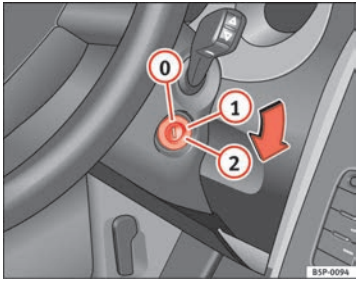

Fig. 137 Ignition key positions
In this position ⇒ fig. 137 the ignition and the engine are OFF and the steering may be locked.
– Turn the ignition key to position ⇒ page 169, fig. 137 (1). The indication lamp ⌀ will light for engine pre-heating.
– When the warning lamp turns off, turn the key to position (2) to start the engine. Do not press the accelerator.
– Turn the ignition key to position ⇒ page 169, fig. 137 (0).